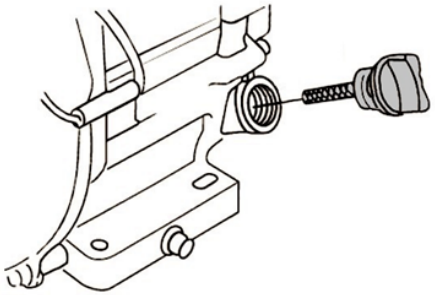

**Рис. 25 Крышка-щуп нижней маслозаливной горловины**
2. Открутите крышку-щуп нижней маслозаливной горловины и извлеките щуп (Рис. 25).